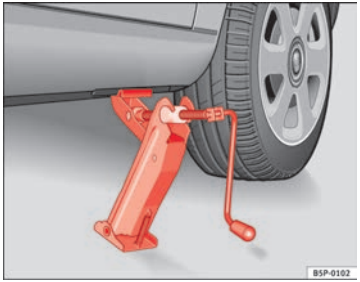

Fig. 182 Fitting the jack
– Align the jack so that the arm of the jack fits around the rib under the door sill and the movable base plate of the jack is flat on the ground ⇒ Fig. 182.